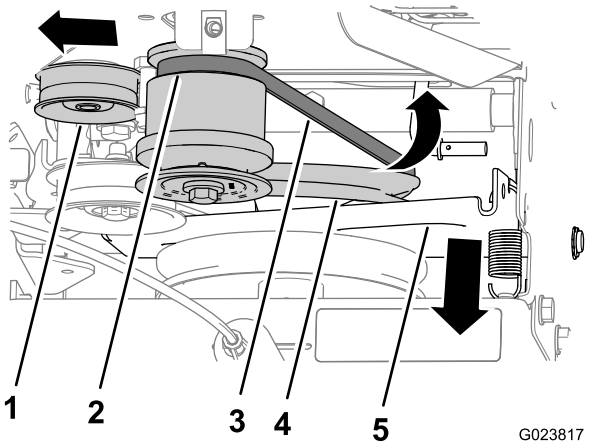

Figuur 42
4. Kantel de beugel van de tractiebediening en de tractiepoelie naar voren (Figuur 42).
5. Trek de spanpoelie naar buiten (Figuur 42).
7. Neem de riem uit de achterste groef van de motorpoelie en neem de riem uit de machine (Figuur 42).
2. Lijn de riem uit met de groef onderaan de tractiepoelie (Figuur 42).
3. Trek de spanpoelie naar buiten (Figuur 42).
4. Lijn de riem uit met de achterste groef van de motorpoelie (Figuur 42).